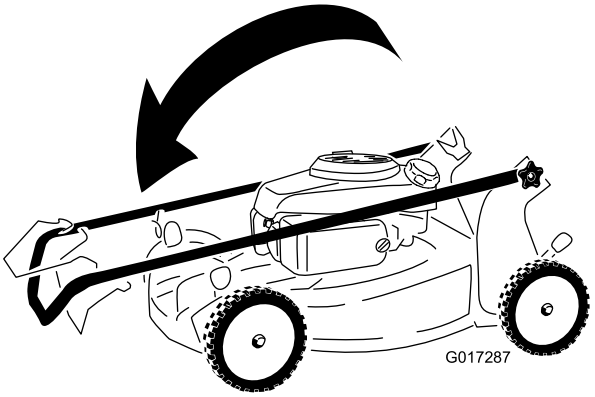

Figura 24
2. Pliegue hacia adelante la sección superior del manillar (ver Figura 24).